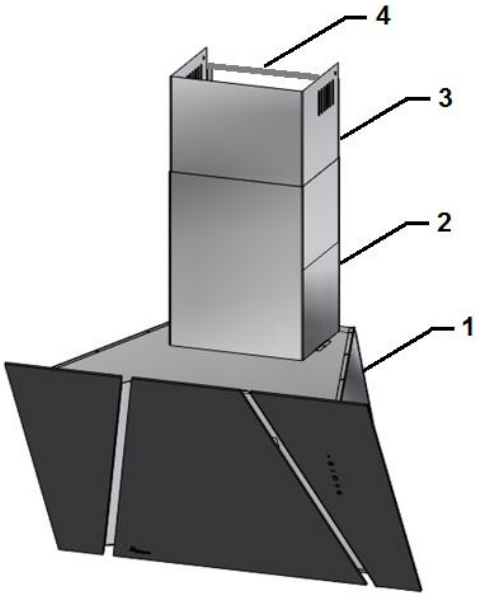

Рис. 1
КОМПЛЕКТУЮЩИЕ ДЛЯ СБОРКИ (рис. 1)
5. Сделайте отверстия в помеченных местах с помощью сверла, соответствующего диаметром прилагаемым дюбелям с шурупами (5) (рис. 1).
1. На прикрепленную к стене вытяжку установите декоративные короба (2) и (3) (рис. 1).
2. Выдвиньте верхний короб (3) (рис.1) на нужную высоту.
3. Отметьте на стене расположение отверстий, находящихся в верхнем коробе (3), для точной установки монтажной ленты (4) (рис. 1).
4. На выбранной высоте приложите к стене ленту (4) (рис.1) и отметьте отверстия для монтажа.
5. Просверлите отверстия в стене, используя сверло, диаметр которого соответствует прилагаемым дюбелям (6) (рис.1). Установите монтажную ленту (4) (рис.1) на стене, на отмеченной высоте.